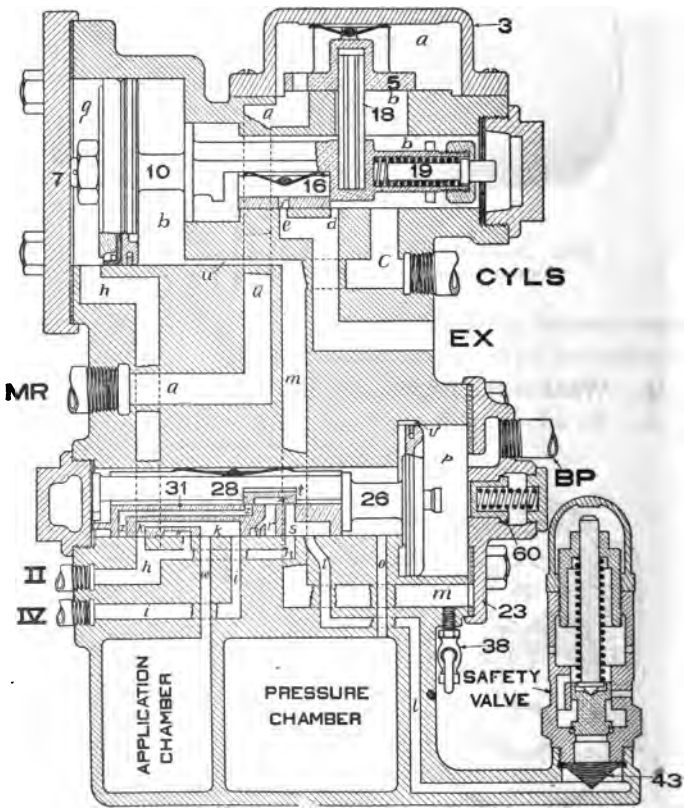

FIG. 81.—RELEASE POSITION—AUTOMATIC OR INDEPENDENT.
Q. What do Figs. 81 to 89 inclusive represent?
A. They are, Fig. 81, Release, Automatic or Independent;
A. In precisely the same manner that a triple valve charges an auxiliary reservoir; that is, by referring to Fig. 81, brake pipe air enters the distributing valve at *BP*, fills chamber *p*, and flows through the feed groove *v* at the top of piston 26 to the slide valve side of this piston, and thence to the pressure chamber through port *o* until the pressure in this chamber is equal to that in chamber *p* and the brake pipe.
position, as shown in Fig. 81, and brake-cylinder air will then escape to the atmosphere through the exhaust ports in exhaust valve 16, and in the body of the distributing valve.
A. No; they remain inoperative, as shown in Figs. 81, 82 and 83.
The escape of the pressure through port *h*, connected with the applicaton cylinder, reduces the pressure in this cylinder and permits the greater pressure in chamber *b* to force piston 10 to the left; it in turn draws the parts attached to it to a corresponding position (Fig. 81). In this position brake-cylinder pressure escapes to the atmosphere through ports